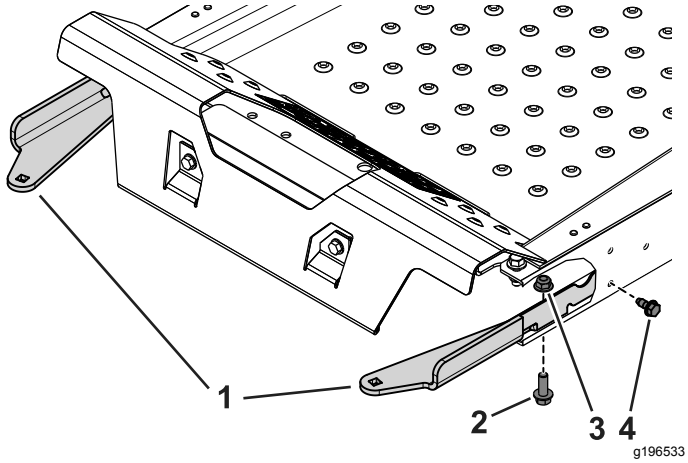

Figur 3
2. Bruk to selvgjengende bolter (5/16 x ¾ tomme), to bolter (⅜ x 1¼ tomme) og flensmuttere (⅜ tomme) for å feste venstre og høyre vektholderfeste på maskinen (Figur 3).